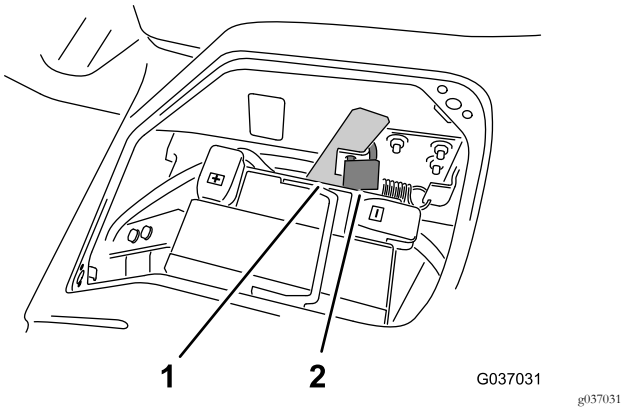

Figure 2
2. If installed, remove the padlock that secures the platform-latch handle (Figure 2).